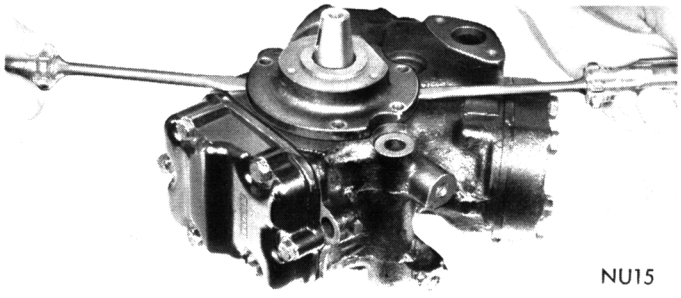

Fig. 62—Removing Crankshaft Bearing Housing
(1) Loosen belt, remove clutch, coil and drive key.
(2) Remove crankshaft bearing housing seal bolts.
(3) Remove bearing housing from crankshaft, using two screwdrivers inserted in the slots provided, to pry the housing from the case (Fig. 62).
(4) Remove bearing housing oil seal.
(5) Remove gas seal seat plate from the bearing housing. This is part of the gas seal replacement package and must be replaced when the gas seal assembly is replaced.
(6) Clean the front bearing housing thoroughly.